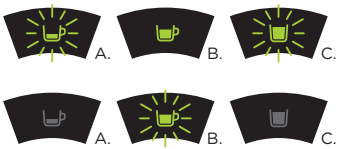

Fig. 17: Programación del botón de extracción de café espresso.
- A continuación deberá pulsar el botón de extracción de café espresso hasta los indicadores luminosos de los botones de extracción de café largo y té parpadear. Pulse de nuevo el botón de extracción de café espresso (ver **Fig. 17**).